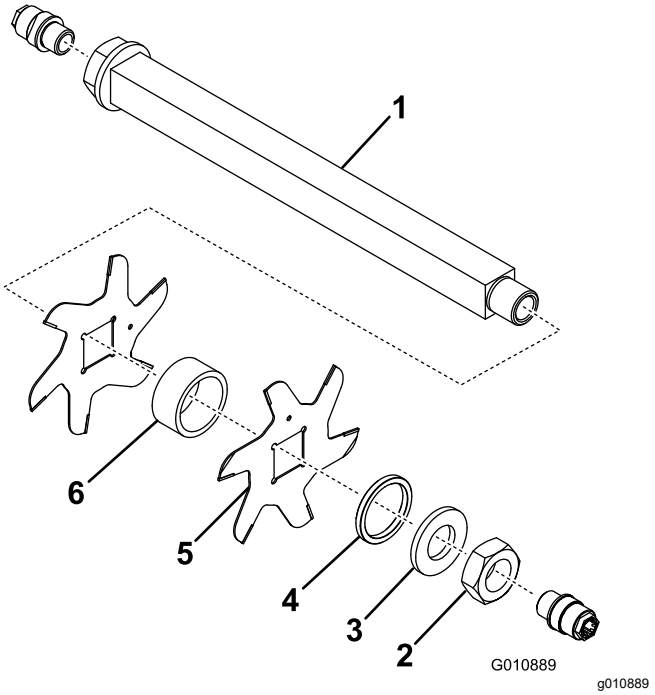

Figure 17
3. Retirez la petite entretoise, la rondelle, les lames et les grandes entretoises. Nettoyez et lubrifiez l'arbre carré avec une fine couche de graisse pour faciliter le montage (Figure 17).